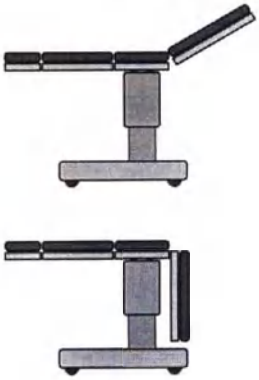

Рисунок 13. Схема регулируемых положений стола.
10.10 Универсальной панели стола можно придать нужную конфигурацию, изменяя наклоны секций, а также всей панели. (Рисунок 13).